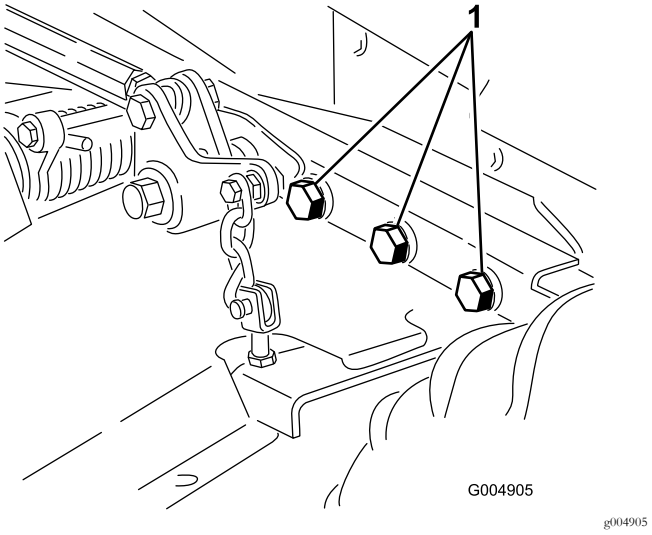

Figur 63
4. Kontroller alle festene. Stram dem om nødvendig. Trekk til de seks boltene som fester klippeenhetsrammen til trekkenheten (Figur 63) med et moment på 359 N·m.